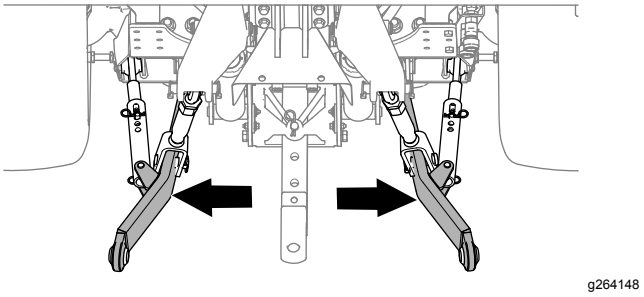

Рисунок 15
2. Отрегулируйте рычаги нижних тяг (Рисунок 15) до упора по направлению наружу; см. руководство оператора для тягового блока.